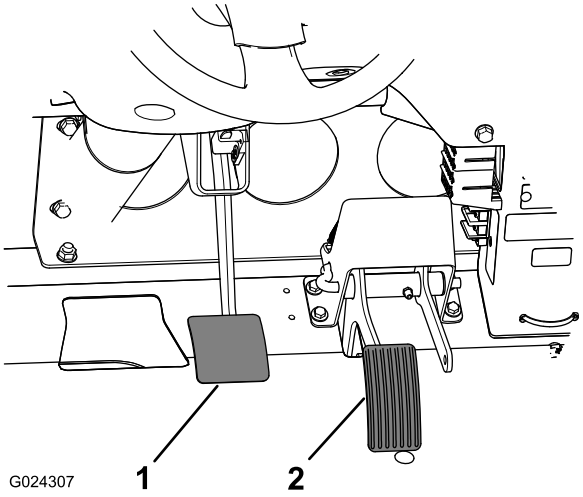

**Figur 65**
2. Slipp opp bremsepedalen (Figur 65) til den kommer i kontakt med rammen.
3. Løsne låsemutterne som fester krysshodet til hovedsylinderstangen (Figur 65).